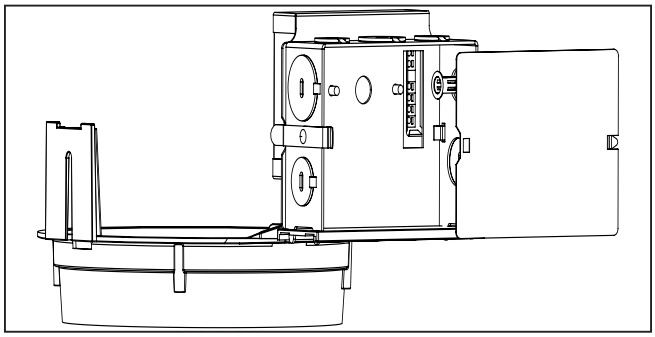

Figure 5.
4. Branchez les fils conducteurs d'alimentation aux fils conducteurs de la boîte de jonction (alimentation électrique, neutre et de terre) dans le luminaire à l'aide des écrous de fil de taille appropriée. Assurez-vous de ne pas laisser de conducteurs nus à l'extérieur des raccords d'écrou de fil. (Figure 5.)